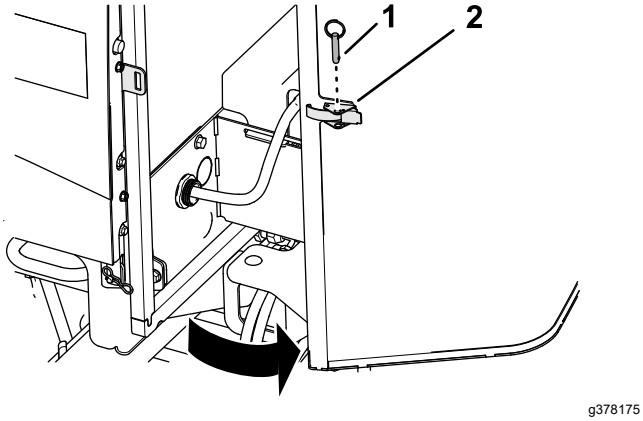

Figuur 95
1. Verwijder de kogelpen van de schermvergren-deling (Figuur 95).